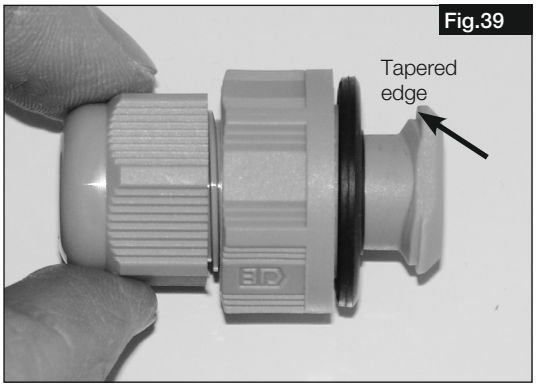

Fig.39
3. Screwed cable gland with tapered edges (Fig.39).